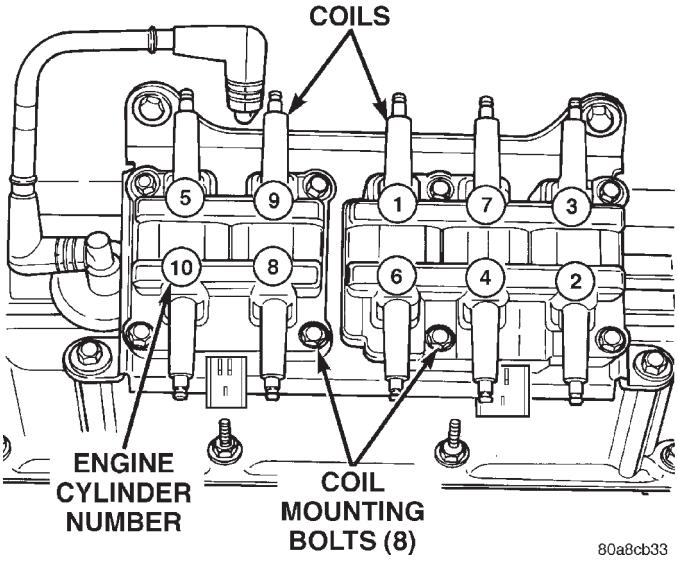

Fig. 14 Ignition Coil Pack—8.0L Engine
(4) Inspect ignition coil pack primary connections. Verify that secondary cables are firmly connected to coils (Fig. 14).
(5) Be sure that spark plug cables are firmly connected and the spark plugs are in their correct firing order. Be sure that camshaft position sensor wire connector is firmly connected to harness connector. Inspect spark plug condition. Refer to 8, Ignition.